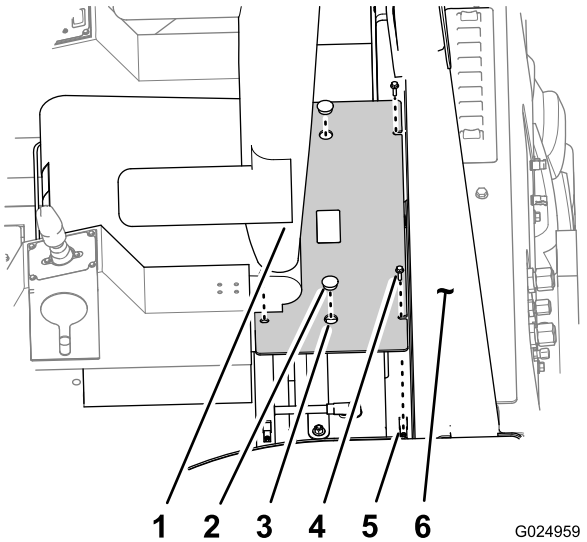

Figure 114
3. Remove the 2 finger-pull covers from the holes in the battery cover (Figure 114).
4. Remove the 4 flange-head bolts (5/16 x 1 inch) that secure the battery cover to the ROPS platform (Figure 114).
5. Using the finger pulls, lift the battery cover up to remove it from the ROPS platform (Figure 114).
4. Align the holes in the battery cover with the clip nuts at the mounting flange for the cover (Figure 114).